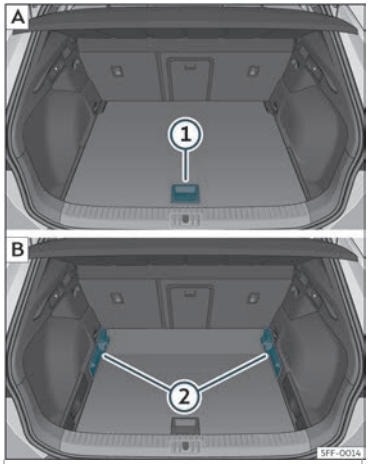

Abb. 109 Variabler Gepäckraumboden: A Hochstellung; B Tiefstellung.
- Um von der niedrigen in die hohe Position überzugehen, heben Sie den Boden am Haltegriff›››**Abb. 109** ① an und ziehen Sie ihn nach hinten, bis der vordere Teil des Bodens vollständig über den Halterungen ›››**Abb. 109** ② liegt.
- Den Gepäckraumboden nun bis zum Anschlag an den Rücksitzlehnen nach vorne schieben und mit Hilfe des Haltegriffs ① absenken.
- Um von der hohen in die niedrige Position überzugehen, heben Sie den Boden am Haltegriff›››**Abb. 109** ① an und ziehen Sie ihn nach hinten, bis der vordere Teil des Bodens »
vollständig über den Halterungen ››› **Abb. 109** ② liegt.
- Den vorderen Teil auf den Boden absenken und diesen bis zum Anschlag an den Rücksitzlehnen nach vorn verschieben und dabei den Boden gleichzeitig mit Hilfe des Haltegriffs ① absenken.
- Bei einem variablen Boden in hoher Position diesen am Haltegriff anheben ››› **Abb. 109** ①, daran ziehen und in Richtung der Rücksitzlehne bewegen bis der Boden an der Scharnierlinie eingeklappt wird und sich der bewegliche Teil des Bodens auf diesem befindet.